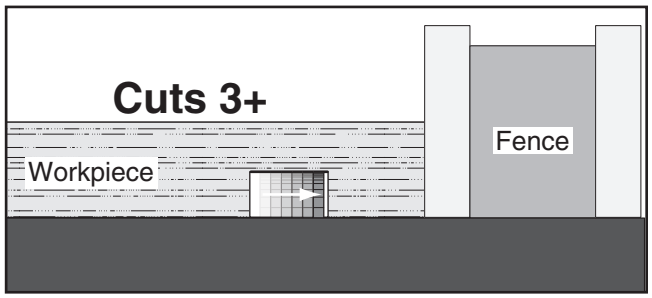

Figure 68. Additional single-blade dado cuts.
9. Make additional cuts (see **Figure 68**) in center of dado to clear out necessary material. Dado is complete when channel is completely cleared out.